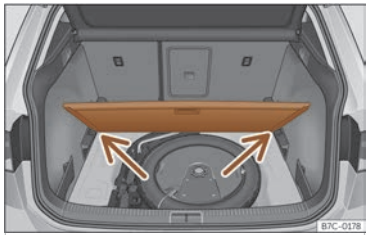

Abb. 167 Variabler Gepäckraumboden: geneigte Stellung.
- Legen Sie den Gepäckraumboden auf die dafür vorgesehenen Aufnahmen ››› **(Abb. 167)** (Pfeile).